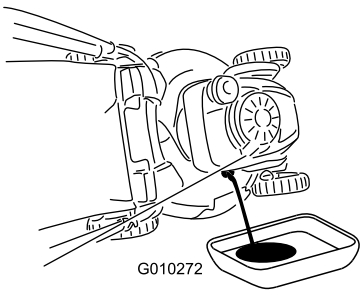

Figur 23
4. Tippa maskinen på sidan (med oljestickan nedåt) för att tömma ut den använda oljan genom påfyllningsröret och ned i ett oljeuppsamlingstråg (Figur 23).